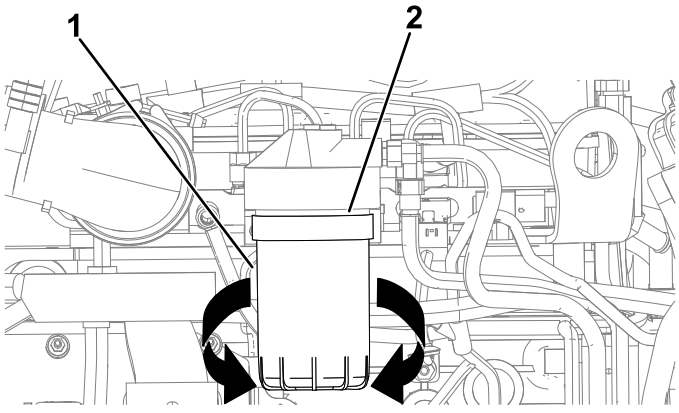

Figure 129
3. Placez un bac de vidange ou plusieurs chiffons sous l'élément filtrant secondaire et l'adaptateur du filtre à carburant (Figure 129).
4. Tournez le filtre à carburant dans le sens antihoraire et déposez-le (Figure 129).
7. Alignez le filtre à carburant sur son adaptateur et tournez-le dans le sens horaire jusqu'à ce que le joint du filtre rejoigne l'adaptateur (Figure 129).
8. Serrez le filtre à carburant à la main de 1/2 tour supplémentaire (Figure 129).